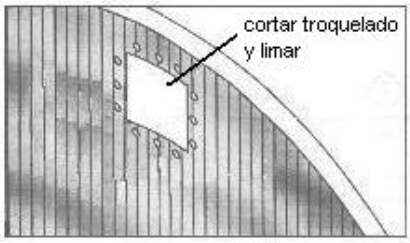

fig. 22
MUY IMPORTANTE: Antes de instalar el liner (L), cortar con ayuda de unas tijeras para metal, el agujero para el skimmer. Limar la parte cortada con el fin de eliminar posibles rebabas, fig. 22.